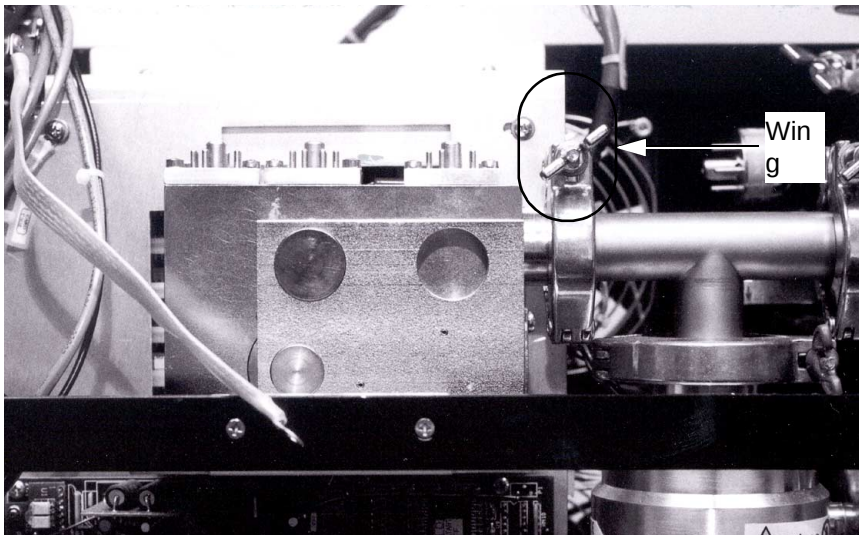

Figure 5-4 NW-25 Quick Clamp on Turbo-to-Spec Tube Manifold
9. Remove the NW-25 quick clamp to disconnect the spectrometer tube from the turbo-to-spec tube manifold (Figure 5-4).